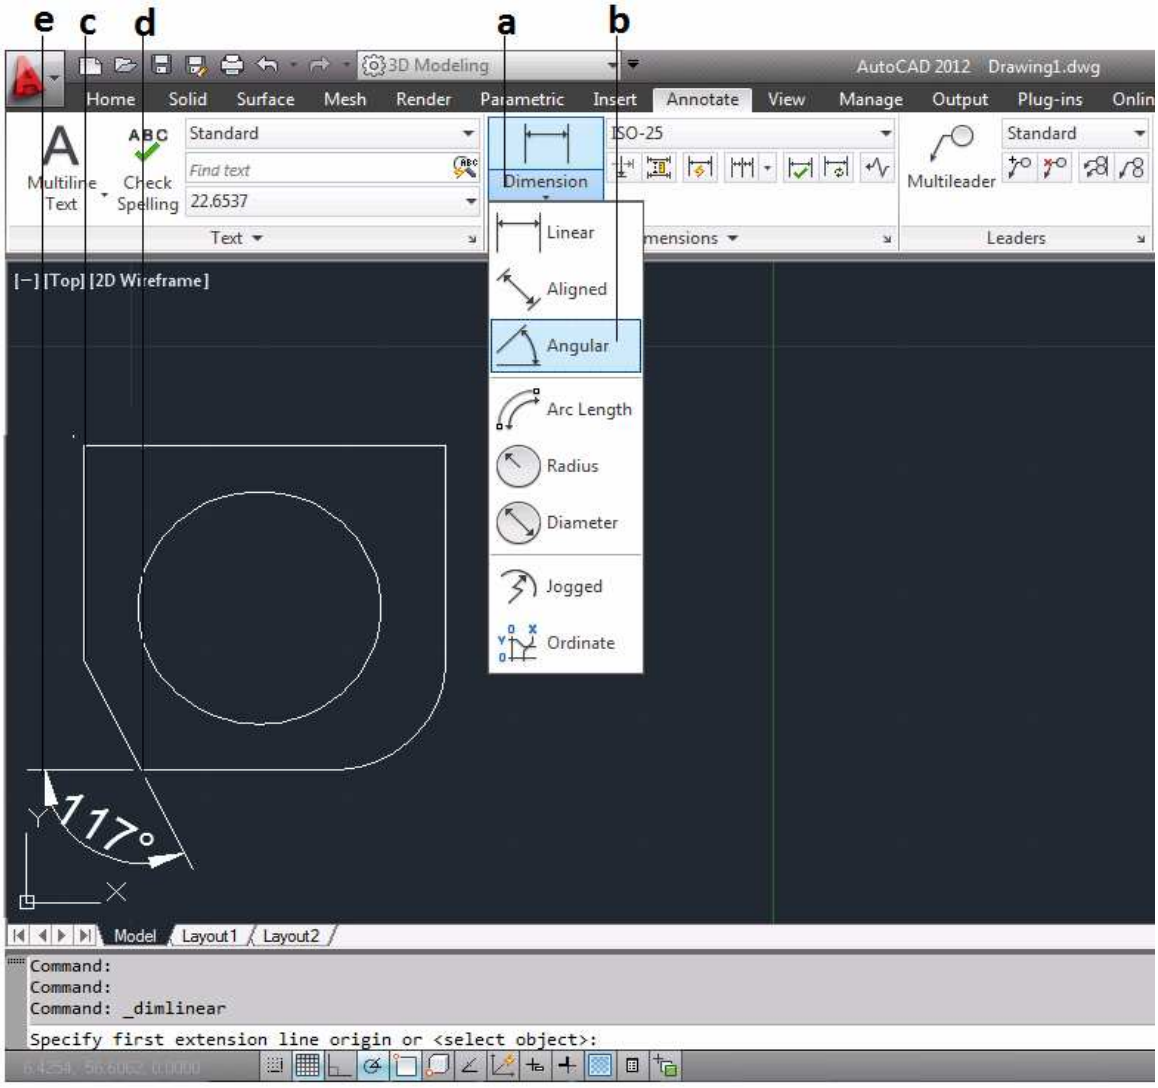

Figura 3.67 Acotado "Acotamiento Angular"
- **a.** Se da clic sobre el icono Dimensión [Dimension] para desplegar la lista de tipos de Cotas *(figura 3.67).*
- **b.** Se selecciona la herramienta Angulo [Angular] de la lista de tipo de cotas *(figura 3.67).*
- **c.** Haga clic sobre la primer linea, para indicar el origen del ángulo *(figura 3.67).*
- **d.** Haga clic sobre la segunda linea, para indicar el origen del ángulo *(figura 3.67).*
- **e.** Con el puntero se indica donde se localizara la cota *(figura 3.67).*